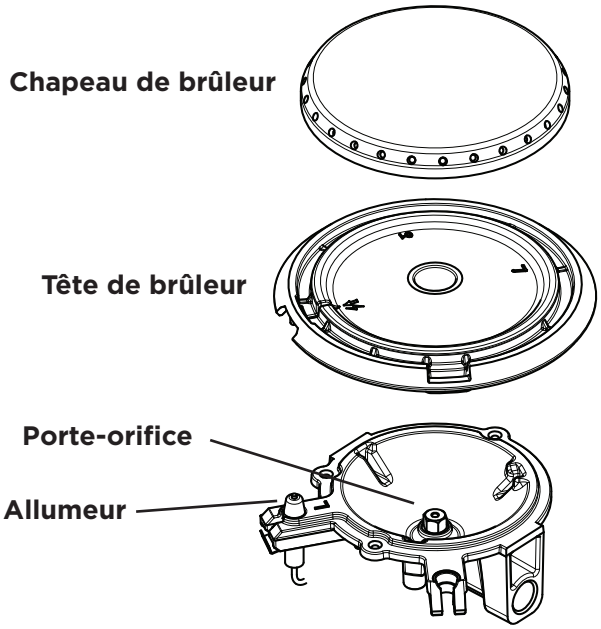

Figure 1: Chapeau de brûleur, tête de brûleur, allumeur et orifice
La taille et le type d'ustensiles de cuisine utilisés auront une influence sur la température nécessaire pour obtenir de meilleurs résultats de cuisson. Veiller à suivre les recommandations pour l'utilisation des ustensiles de cuisine comme illustré dans Figure 1 et Figure 2.
Vérifier sa planéité en faisant tourner une règle sur le fond de la casserole (voir Figure 1). Les ustensiles de cuisine doivent avoir des fonds plats qui sont bien en contact avec toute la surface de l'élément de chauffage (voir Figure 2).
2. Appuyer sur le bouton de commande correspondant et tourner dans le sens antihoraire hors de la position < OFF > (FERMÉ) (Figure 1).